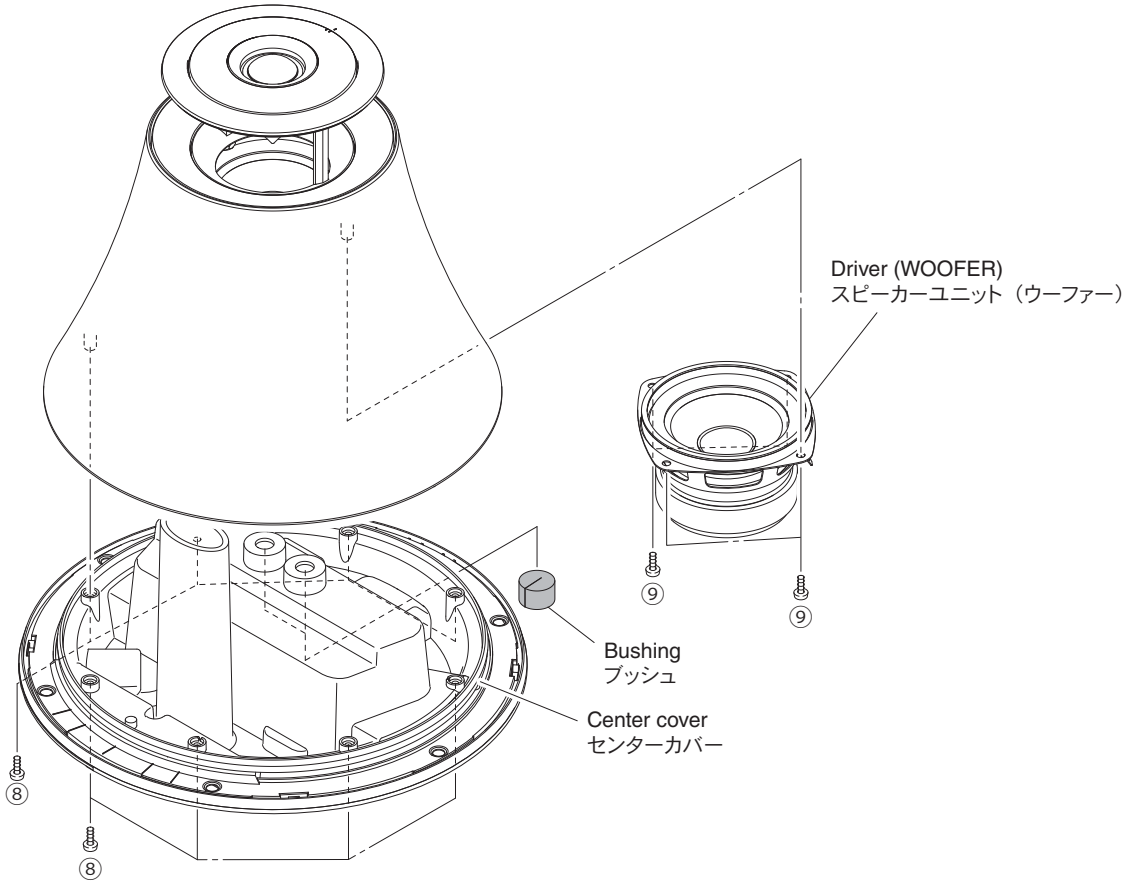

Fig. 6
6. Removal of Driver (WOOFER) (Fig. 6)
b. Remove 8 screws (⑧).
d. Remove 4 screws (⑨).
6. スピーカーユニット（ウーファー）の外し方（Fig. 6）
b. ⑧ のネジ 8 本を外します。
d. ⑨ のネジ 4 本を外します。